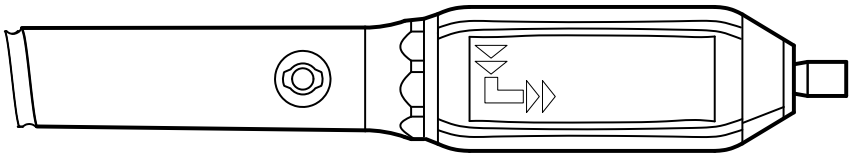

Figura 4. Impugnatura del meccanismo di ritenzione prossimale in posizione di blocco
4. Verificare che l'impugnatura del meccanismo di ritenzione prossimale sia nella posizione di blocco. Nella posizione di blocco non deve essere possibile ruotare l'impugnatura in senso orario (figura 4).